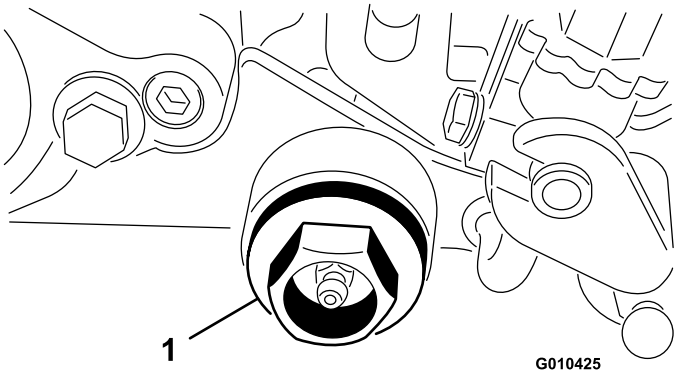

図 36
10. グルーマハウジングからキャップ・プラグを取り外す図 36。